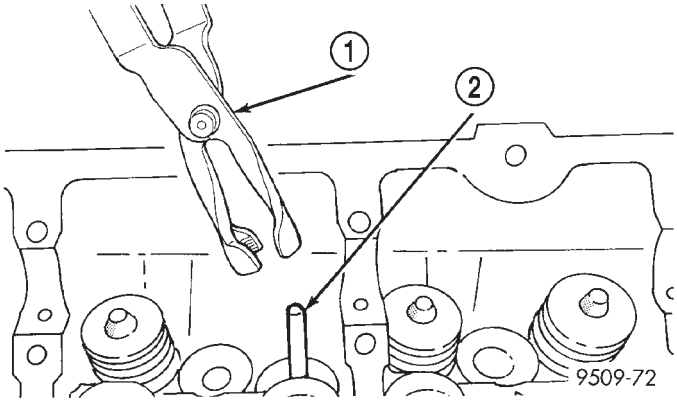

Abb. 124 Spezialeinbauwerkzeug für Ventilschaftabdichtungen
(1) Ventilschäfte mit sauberem Motoröl bestreichen und in den Zylinderkopf einführen.
(2) Mit einem geeigneten Einbauwerkzeug an allen Ventilen neue Ventilschaftdichtungen montieren (Abb. 124). Ventilschaftabdichtungen fest und gerade über die Ventilführung drücken.